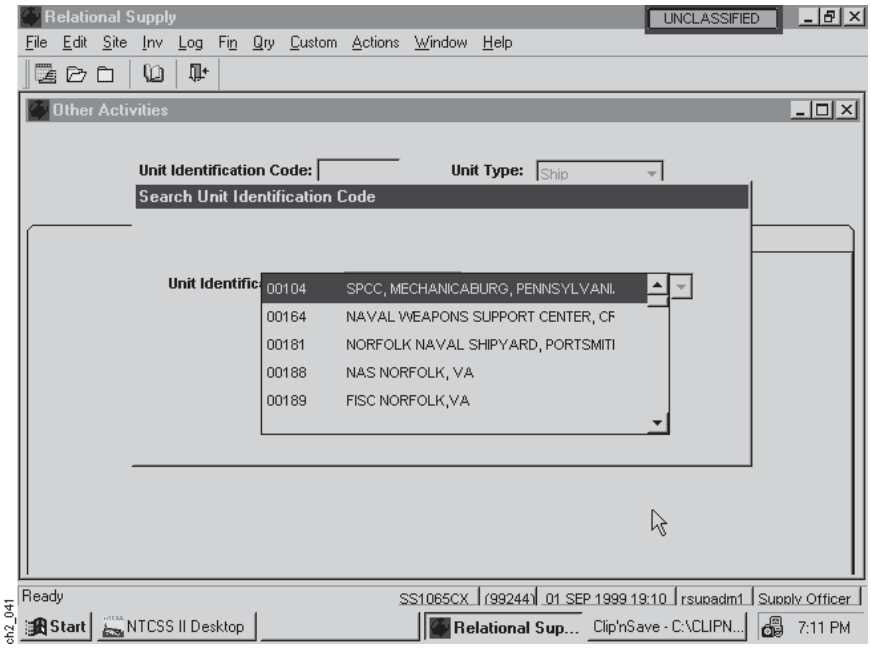

Figure 2-57
(4) **Step 4.** On the Search Unit Identification Code Screen above (Figure 2-57) , select the UIC of the activity that you wish to access from the list on the screen and then select the OK Option to continue. (Default data for the activity you selected will appear on the screen.)